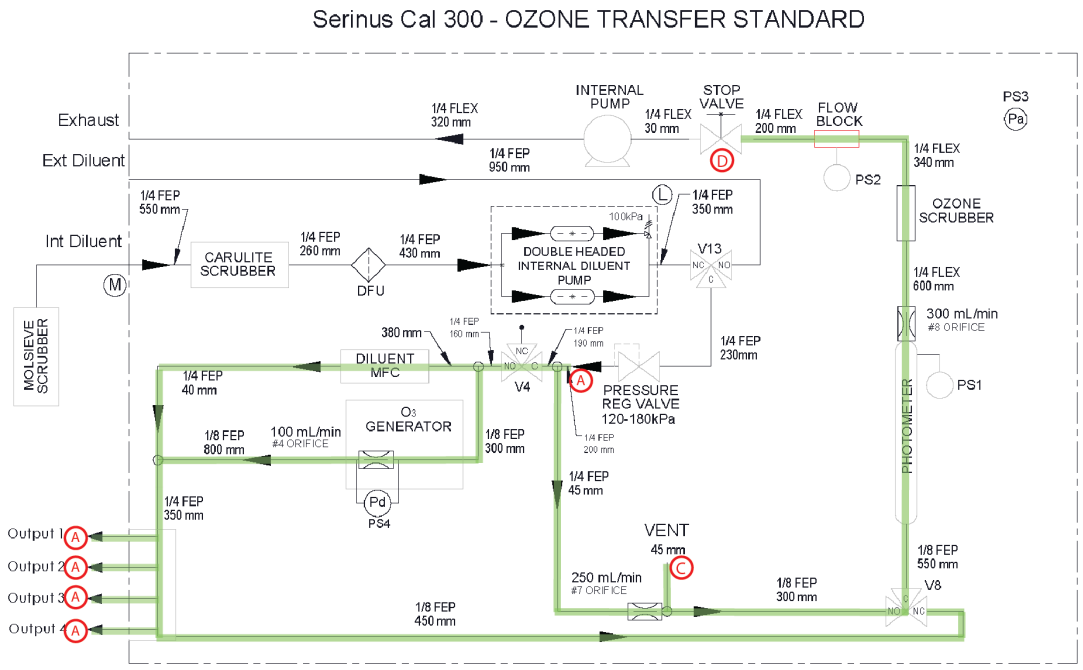

Figure 79 – Leak Check: 2 (Photometer + Gas Delivery + Ref. Air)
5. Wait 3 min with the internal pump running then turn the stop valve (90 degrees) marked as "D" on Figure 79.